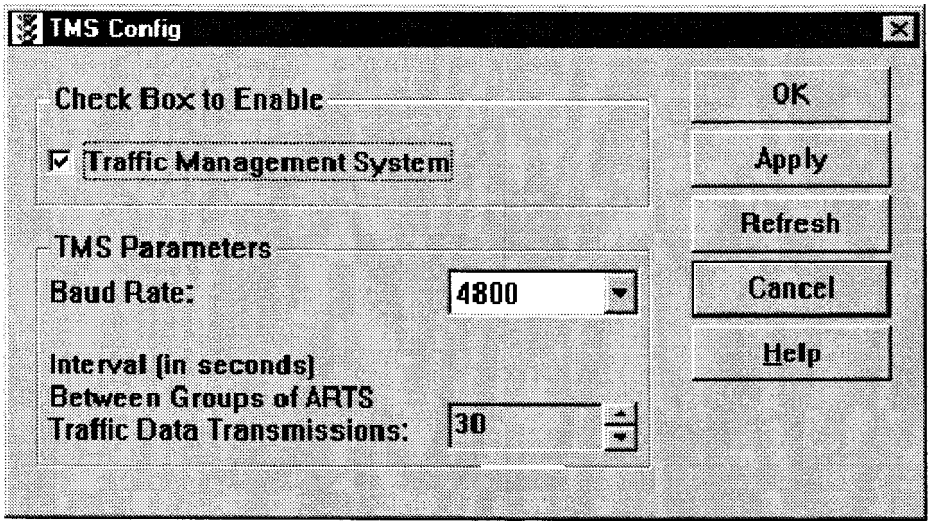

FIGURE 4-78. TMS CONFIG WINDOW
2. Observe the TMS Config window (Figure 4-78).